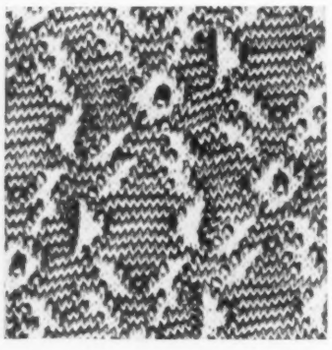

Fig. 1. Drafted-pattern fabric
Fig. 1 shows a drafted-pattern fabric made on a 28-gage, 1,155-needle machine with a 20-in. cylinder, pattern wheels 120 needles once around, and 6 feeds—3 plain, 3 pattern. Plain-feed yarns are white; pattern-feed yarns are scarlet. Table I shows the feed arrangement.
**TABLE 1. Arrangement of feeds for fabric in Fig. 1**